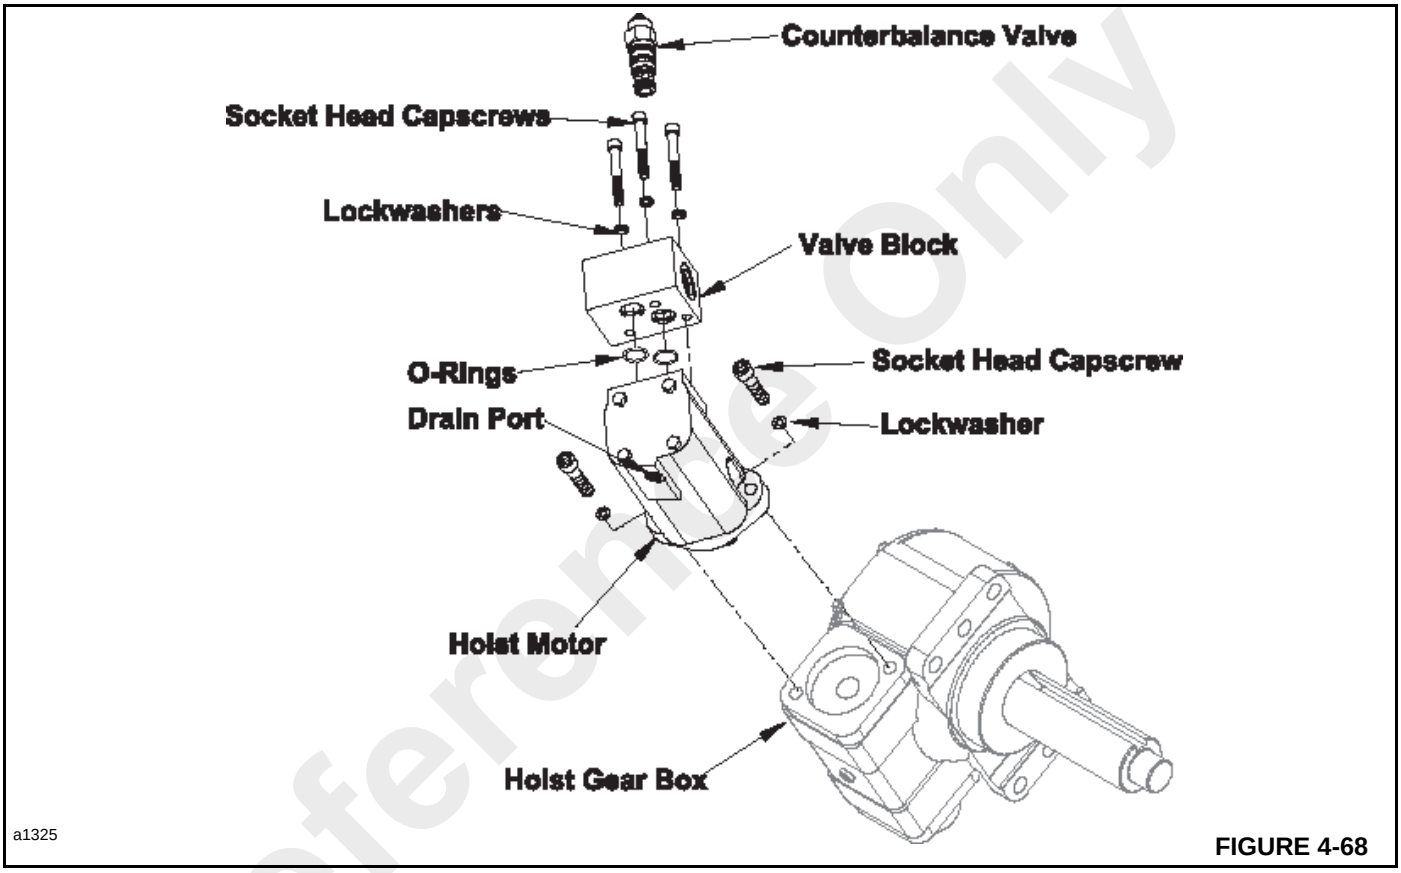

FIGURE 4-68
- Loosen and remove the two socket head cap screws and lock washers (Figure 4-68) securing the motor to the hoist. Remove the hoist motor.